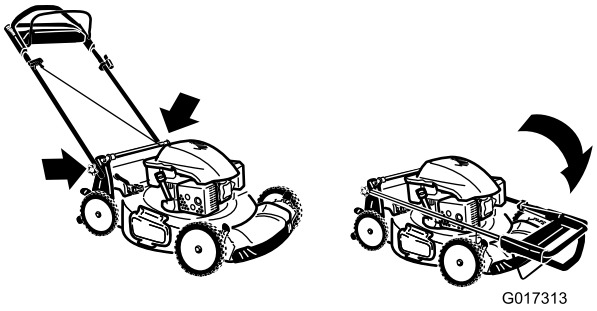

Figure 32
3. Pliez la moitié supérieure du guidon en avant de la manière indiquée (Figure 32).